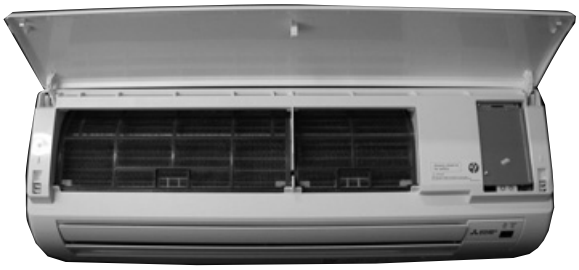

Fig. 6-3
1. Enfoncer et déverrouiller les boutons situés de chaque côté du panneau frontal, puis soulever le panneau frontal jusqu'à ce qu'il soit à l'horizontale. Tirer les charnières vers l'avant pour déposer le panneau frontal. (Fig. 6-3)